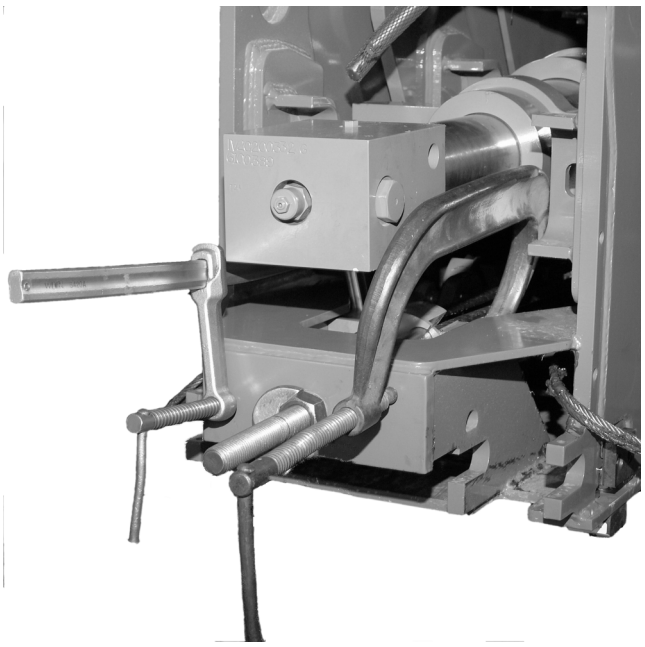

FIGURA 4-76
27. Fije el conjunto de anclaje cuidadosamente al miembro soldado de anclaje de la sección central interior (Figura 4-76).